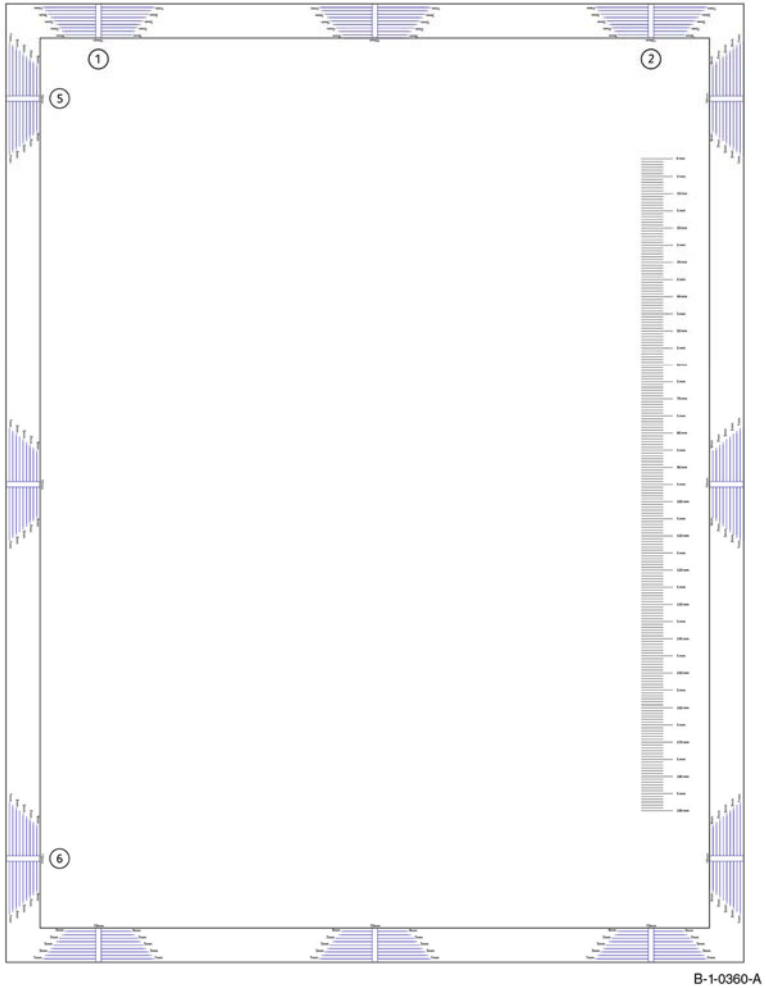

Figure 1 Skew Check
1. Print one test page, Figure 1, mark the page **side 1**.
1. Print one test page, Figure 1.